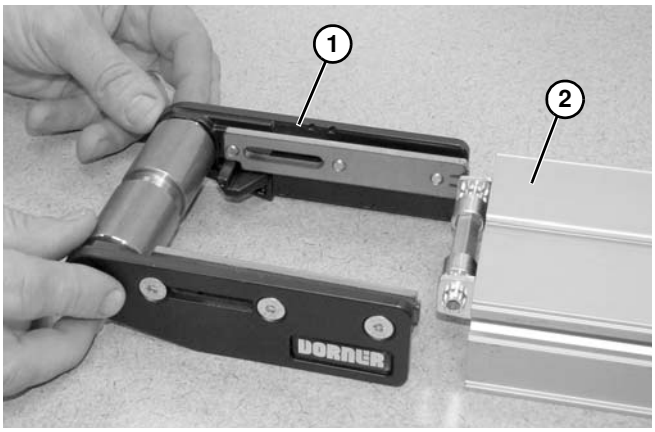

Figure 87
2. Retirer le rouleau de retour **(Figure 87, élément 1)** en glissant l'ensemble en dehors du convoyeur **(Figure 87, élément 2)**.